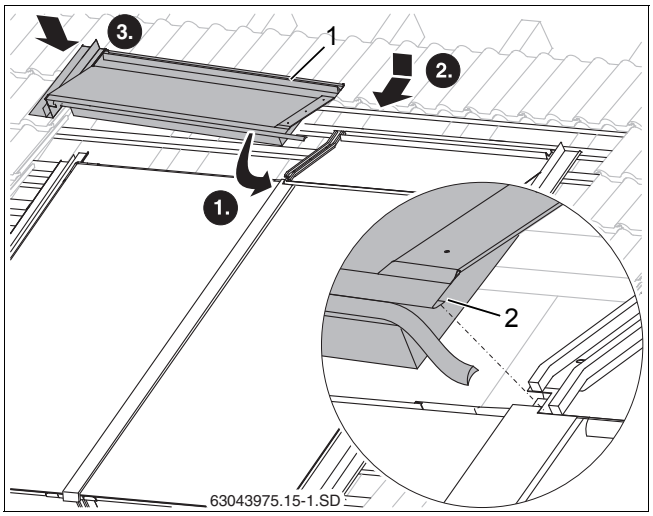

Рис. 56 Верхний левый накладной лист
- Другие верхние накладные листы заправьте фальцем (рис. 56, [2]) в уже смонтированный накладной лист и затем придвиньте к коллектору.
- Введите левый верхний накладной лист (рис. 56, [1]) в левый боковой накладной лист.